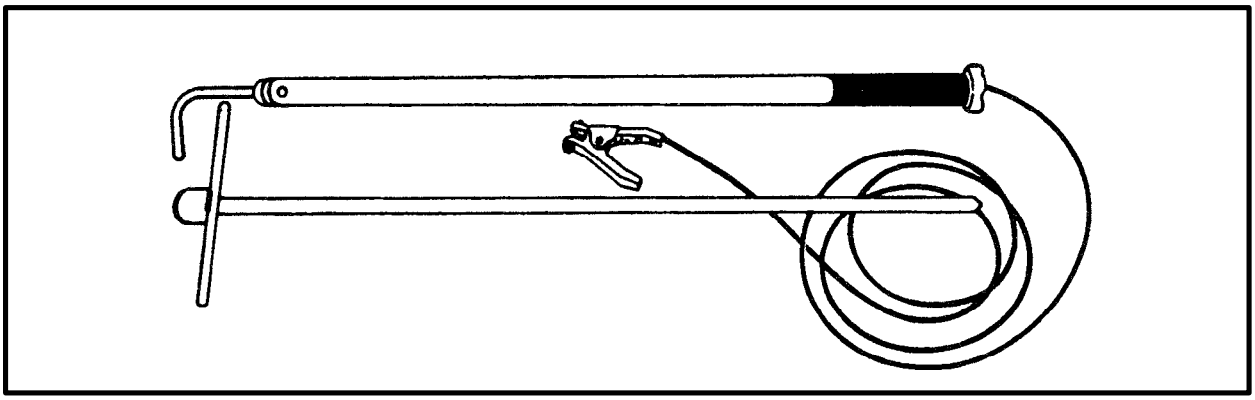

*Figure 3-2. Manufactured Static Discharge Wand*
**a. Static Discharge Wand.** To avoid the possibility of a static electric shock, ground crewmen use discharge wands (field expedient and manufactured) to ground the cargo hook. Since these wands connect the helicopter to the ground, the static electric charge is dissipated and the hookup man will not receive a shock when he connects the apex fitting to the cargo hook. Figure 3-2 shows a manufactured static discharge wand. This wand may be ordered through supply procedures. Appendix D provides instructions, materials list, and a diagram needed to fabricate a field expedient static discharge wand.